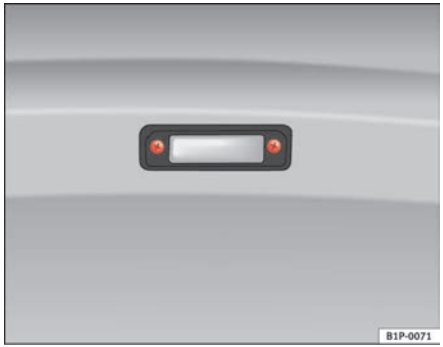

Fig. 221 Registration light
– To remove the tulip-shaped fitting, unscrew the bolts ⇒ fig. 221.